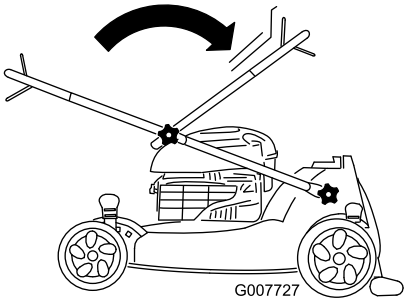
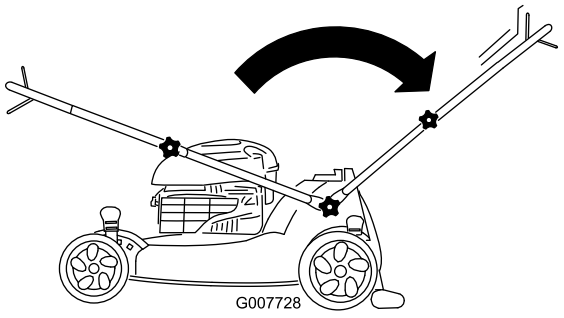

Figur 3
Figur 4
1. Fäll upp handtaget såsom visas i Figur 3 och Figur 4.